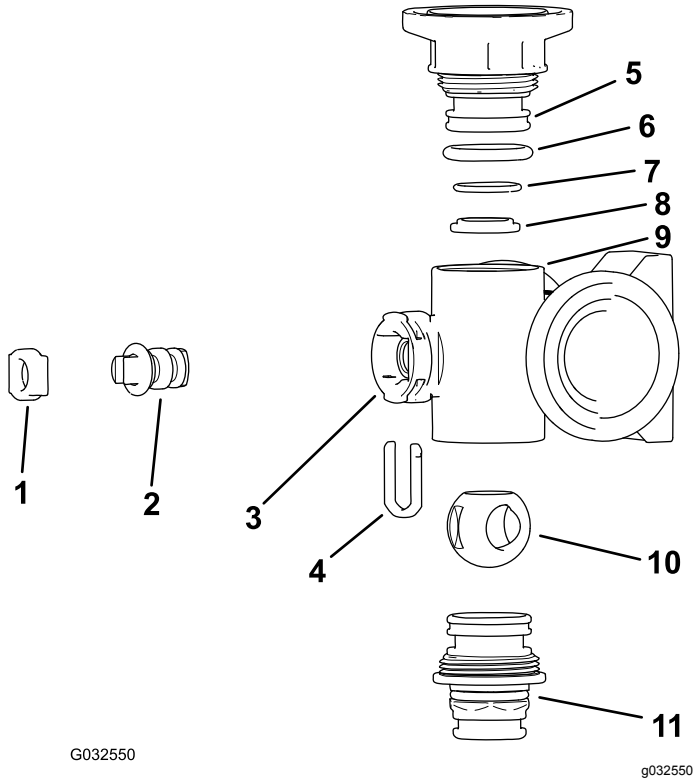
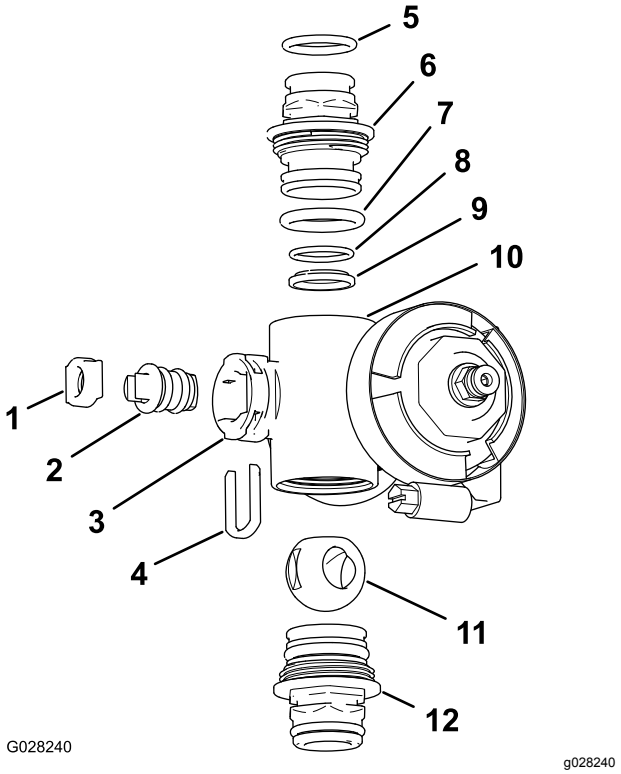

Figur 112
Figur 113
2. Ta bort ändkåpans två fästen från respektive ände av grenrörshuset (Figur 112 och Figur 113).
4. Ta bort ventilskafthållaren från hålen i grenrörets skaftport (Figur 112 och Figur 113).
5. Ta bort ventilskafthållaren och ventilskaftets säte från grenröret (Figur 112 och Figur 113).
6. Ta bort ventilskaftenheten inuti grenrörshuset (Figur 112 och Figur 113).
o-ringar, bakre sätets o-ringar och kullagret inte är skadade eller slitna (Figur 112 och Figur 113).
2. Stryk på smörjfett på ventilskaftet och montera det i ventilskaftsätet (Figur 112 och Figur 113).
3. Montera ventilskaftet och sätet på grenröret och fäst dem med ventilskafthållaren (Figur 112 och Figur 113).
4. Kontrollera att bakre sätets o-ring och kullagret är inriktade och sitter ordentligt i ändkåpans fäste (Figur 112 och Figur 113).
5. Montera ändkåpans fästenhet på grenrörshuset tills flänsen på ändkåpans fäste vidrör grenrörshuset (Figur 112 och Figur 113), och vrid sedan ändkåpans fäste ytterligare ett åttondels till ett kvarts varv.